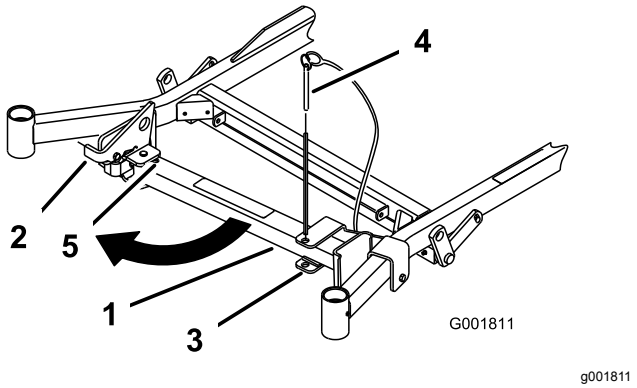
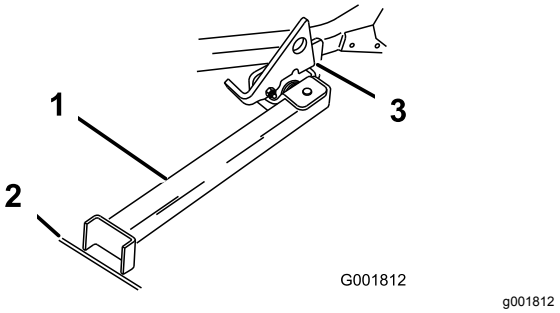

Figur 36
Figur 37
2. Ta bort fästpinnen (Figur 36).
4. För stativets fot utåt och skjut den mot maskinen, in i spårets botten (Figur 36 och Figur 37).
5. Sätt stativets fot på marken och låt spärrhaken vila på den vridbara fliken (Figur 37).
Obs: För bästa resultat ska du sätta stativfoten i en fåra i underlaget eller sticka ned den i gräsmattan (Figur 37).
7. Kör på maskinen på stativet. Stanna när spärrhaken faller ned över fliken i det låsta läget (Figur 37).
5. Återställ stativet till viloläget (Figur 36).